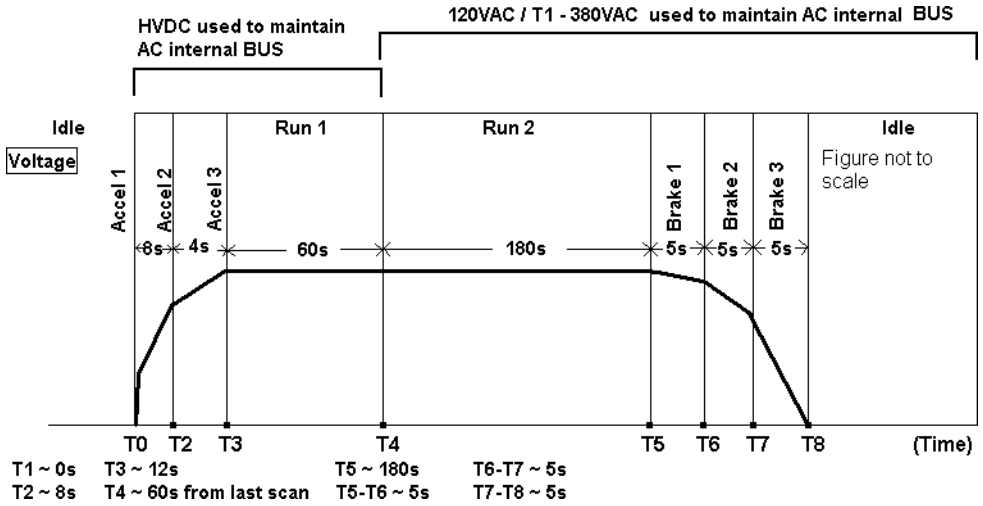

Figure 9-29 9 Phases of Rotor Operation
3.) The **HEMRC** Rotor has 9 phases of operation. There are 3 accel phases, 2 Run phases, 3 Brake phases, and idle. The 3 accel phases and the 1st run phase use **HVDC**. The rest of the phases use 120 VAC stepped up to 380VAC by T1. A graphical interpretation of the 9 Phases is shown in Figure 9-29.